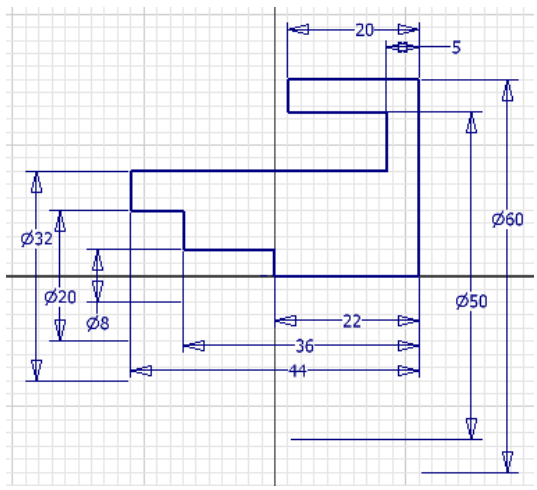

Figure 3-55 *Fully constrained sketch for Tutorial 2*
d. Apply **Coincident Constraint** between the origin and the lower left vertex of the sketch to make it a fully constrained sketch, refer to Figure 3-55.
16. Choose the **Zoom All** tool from the **Navigation Bar > Zoom** flyout to fit the sketch into the drawing window. The fully constrained sketch after adding all the dimensions is shown in Figure 3-55.